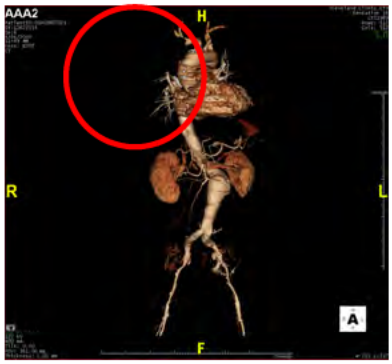

Figure 2-19: Region of Interest Removed (circled)
3. When you have finished drawing the circle, release the mouse. The area you have circled is removed from the image (see Figure 2-19).